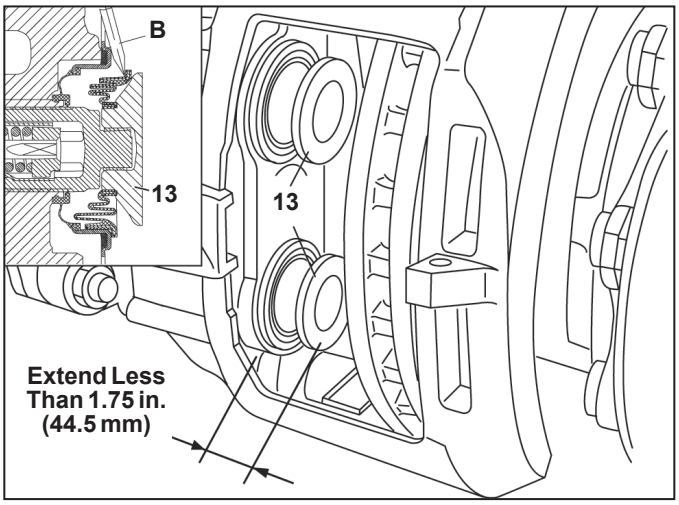
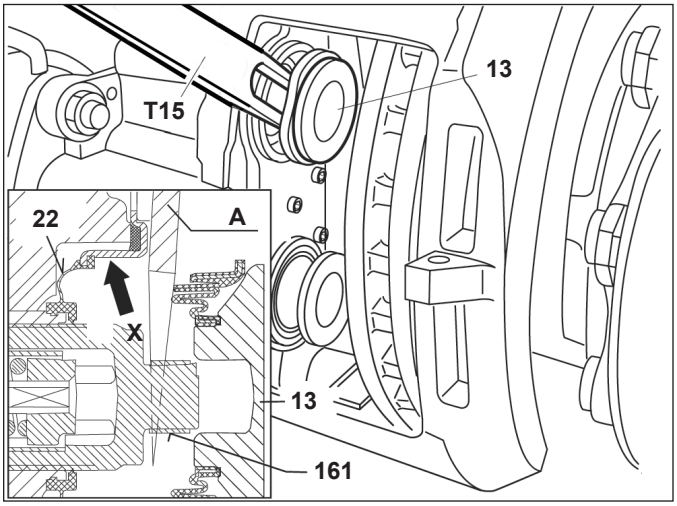

Figure 47 – Permitted Tappet Extension
Figure 48 – Wedge Tool Use
CAUTION: NEVER EXTEND THE TAPPET MORE THAN 1.75 in. (44.5 mm). *See Figure 47.* Over-extending the tappet will result in the tappet losing engagement with the threads of the synchronizing mechanism. Since the mechanism can only be set at the manufacturing plant, the *caliper/carrier assembly must be replaced* if this happens.
5.5.4 *See Figure 47*. Extend the tappets – less than 1.75 in. (44.5 mm) – by turning the shear adapter (61) clockwise. A screwdriver (*callout "B" in Figure 47 inset*) should be used to move the boot and allow the wedge fork (*"A" in Figure 48*) to be inserted.
CAUTION: Do not insert the screw driver more than ¼ inch. Take care not to damage the inner sealing face (*see arrow "X" in Figure 48*). Gouges or grooves will prevent a good seal and will require that the caliper be replaced.